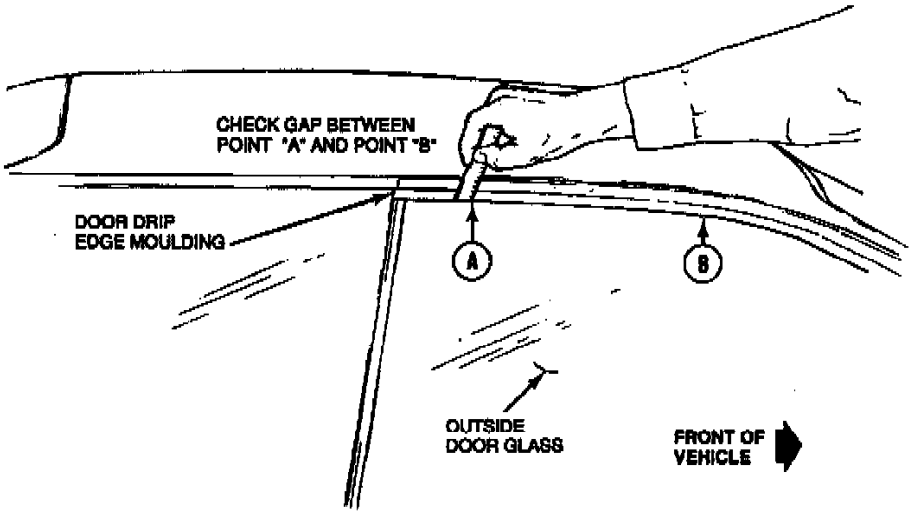

Figure 12
a. Measure the gap between the door drip edge moulding and the outside glass surface along the horizontal area of the top of the glass (Figures 12 and 13 - points A through B). The correct gap is 3.5-4.0 mm (0.14-0.16").